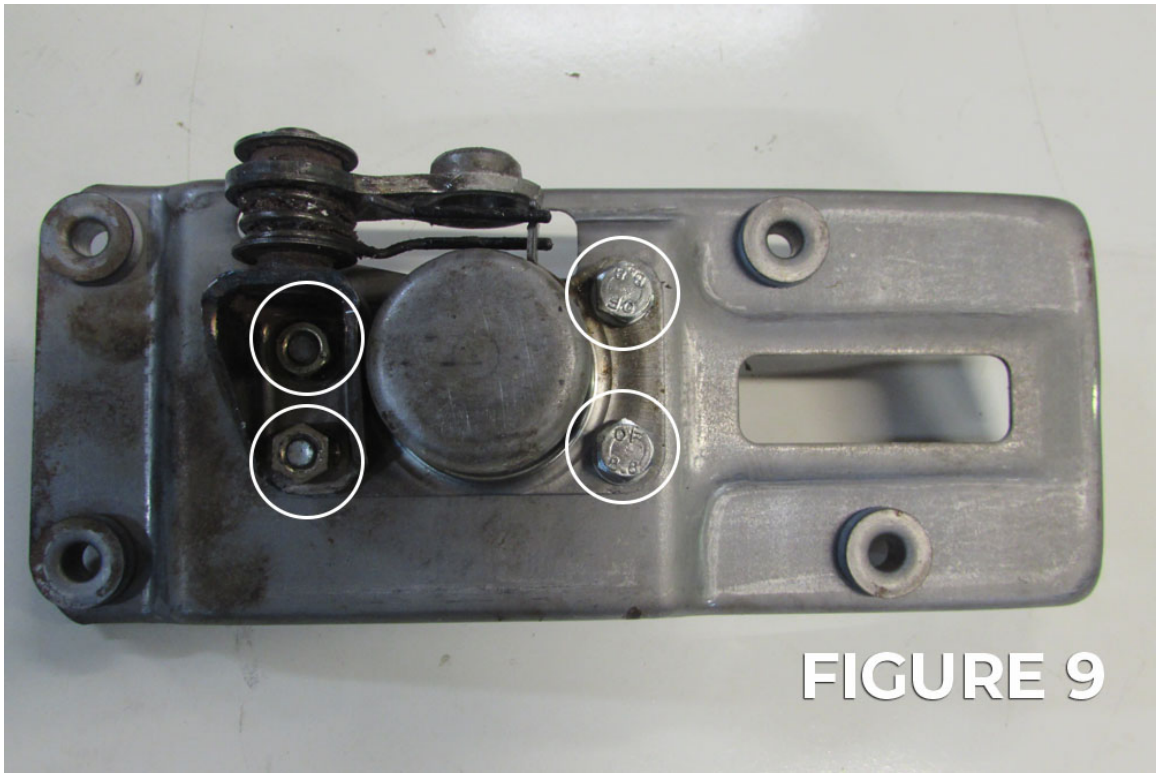

FIGURE 9
8. Remove (2) bolts from the underside of the OEM shifter socket cup. Remove (2) bolts from top side of shifter socket cup. Remove OEM shifter socket cup from OEM shifter plate. Set retaining ring aside.(Fig 9)